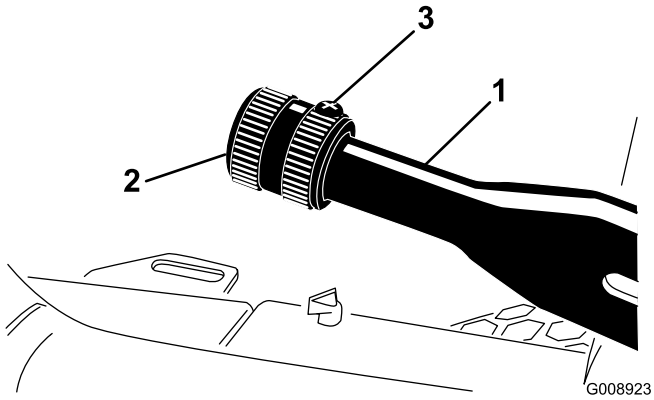

Figur 54
1. Lossa ställskruven som fäster ratten vid parkeringsbromsspaken (Figur 54).